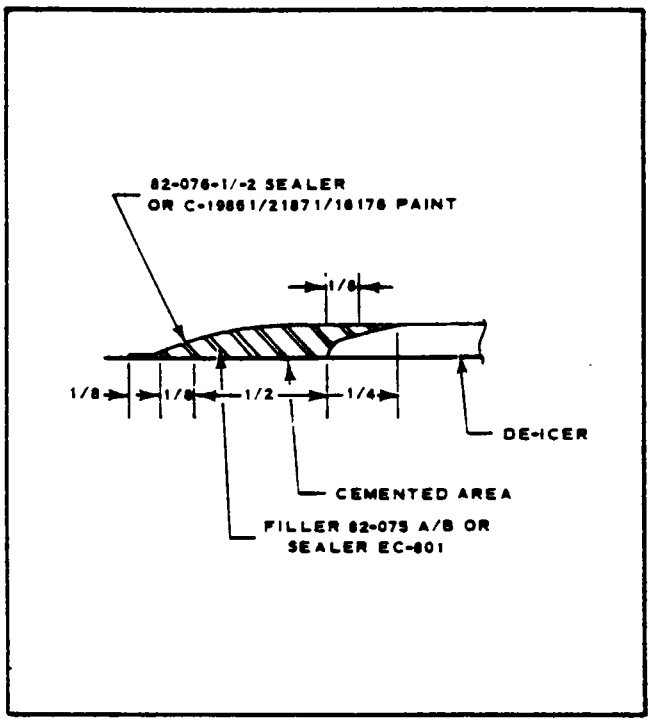
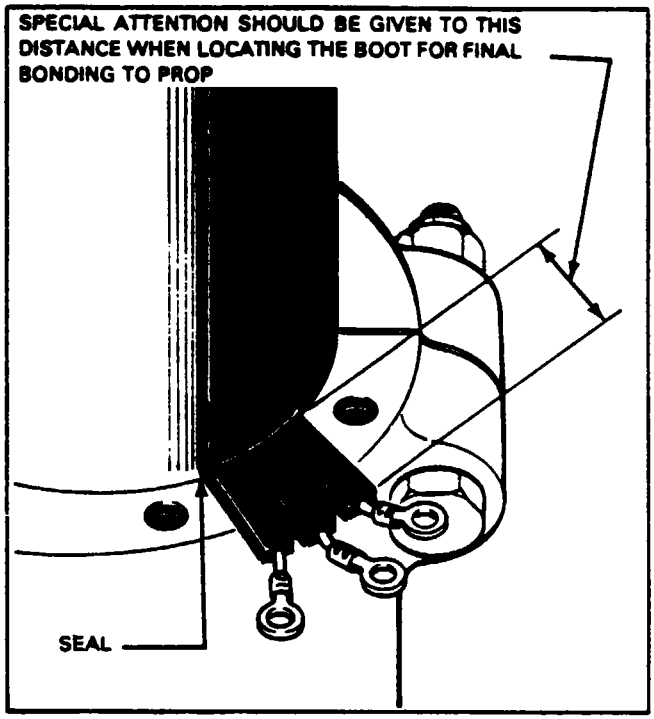

Figure 14-19. Sealer Application (Prop Boot)
Figure 14-20. Sealer Application (Lead Strap)
14-45. INSTALLATION OF DEICERS AND REQUIRED MATERIALS. It is imperative that the following instructions be followed exactly to insure maximum adhesion to the mounting surface. Furthermore, special attention should be given to the distance noted in Figure 14-20 to assure a neatly dressed harness and boot connection at the terminal clamp assembly on the propeller hub.
a. Position the deicer on the propeller leading edge, using centerlines starting from the hub after tackifying the cement in that area with a clean, lint-free cloth dampened (not saturated) with Toluol. (Refer to Figure 14-19.) Make sure that the strap will fall in the position previously marked. Working towards the tip, tack the deicer centerline to the leading edge of the propeller blade. Tackify cement as necessary. If the deicer is allowed to get off course, pull up with a quick motion and remove deicer. Re-cement per Paragraph 14-44, c and d if necessary before proceeding. Roll firmly along the centerline with a rubber roller, as shown in Figure 14-20.
f. Insure that a fillet of filler completely covers the area between propeller deicer strap, the blade, and the hub. (See Figure 14-20.) Immediately remove masking tape from propeller and/or engine inlet lip and allow filler to dry for six hours. Dress the leads as shown in Figures 14-20 and 14-21.
g. Apply new masking tape approximately .125 inch beyond filler to allow application of sealer directly to the mounting surface. Apply one even brush coat of 82-076-1/2 sealer (or C-19861/C-16176 paint) over .125 inch of mounting surface, filled area, and .250 inch of deicer. (See Figure 14-19.)
h. Insure that sealer completely covers area between deicer strap and blade on propeller. (See Figure 14-20.) Sealer must also completely cover the area between the deicer and edge of recess on the outside of the engine air inlet lip. Immediately remove masking tape and allow sealer to dry for 24 hours before starting engine.